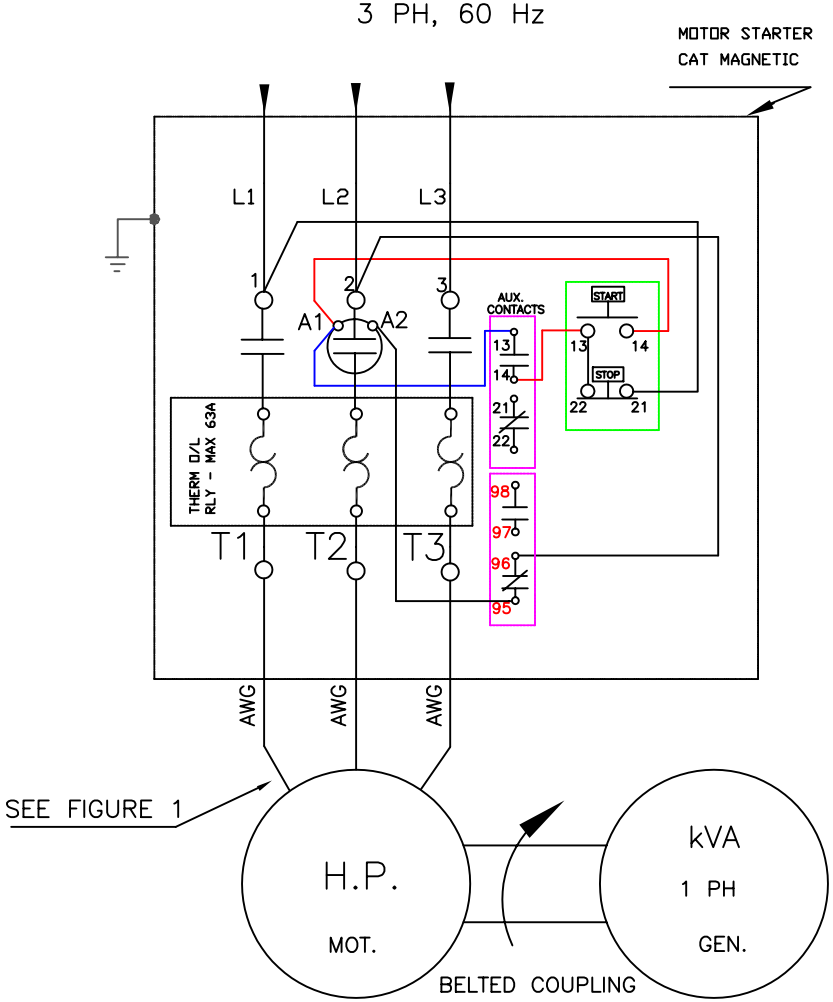

FIGURE 1
1. IF REMOTE VOLTAGE CONTROL IS REQUIRED, REMOVE JUMPER WIRE ACROSS TERMINALS #6 AND #7, AND INSTALL (SEE FIGURE 1) A 1000 OHM, 1/2 WATT RHEOSTAT.